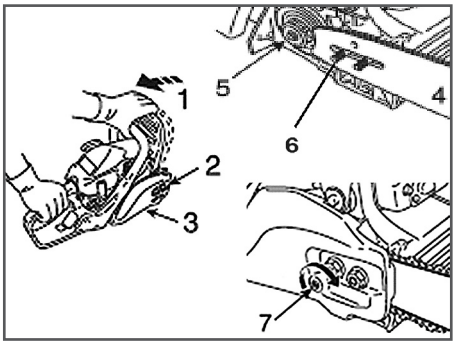

Рис. 2 Установка шины
1. Перед установкой шины и цепи убедитесь в том, что тормоз цепи находится в расторможенном положении. Для этого ручку тормоза 1 (Рис.2) потяните на себя до щелчка.
2. Открутите гайки 2 и снимите крышку шины 3 (Рис. 2).
3. Установите шину 4 пазом на шпильки крепления шины 6 и передвиньте ее в сторону муфты сцепления 5 для облегчения установки цепи (Рис. 2).
5. Вращая винт шестерни натяжения цепи 7 (Рис. 2) против часовой стрелки, установите палец натяжителя в крайнее левое положение. Установите на место крышку шины 3 (Рис. 2).
8. Отрегулируйте натяжение цепи (см. раздел РЕГУЛИРОВКА НАТЯЖЕНИЯ ЦЕПИ) вращая винт шестерни натяжения цепи 7 (Рис. 2) по часовой стрелке.